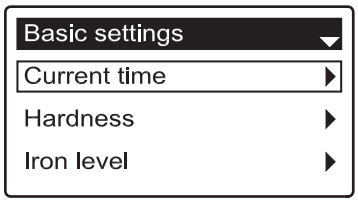

FIG. 26
3. Press the SELECT (○) button to display the Basic settings menu (See Figure 26).
7. Press the SELECT (○) button. The display will go back to the Basic settings menu (Figure 26).